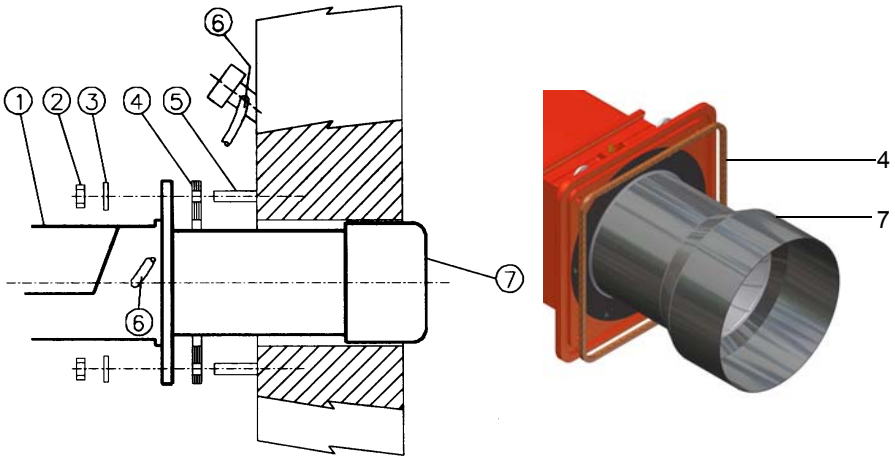

Рис. 1
2). завинтить (5) крепежных винта, в соответствии с шаблоном для просверливания отверстий, описанного в параграфе “Габаритные размеры” ;
8) закрепить с помощью гаек винты котла согласно схеме данной на Рис. 1.